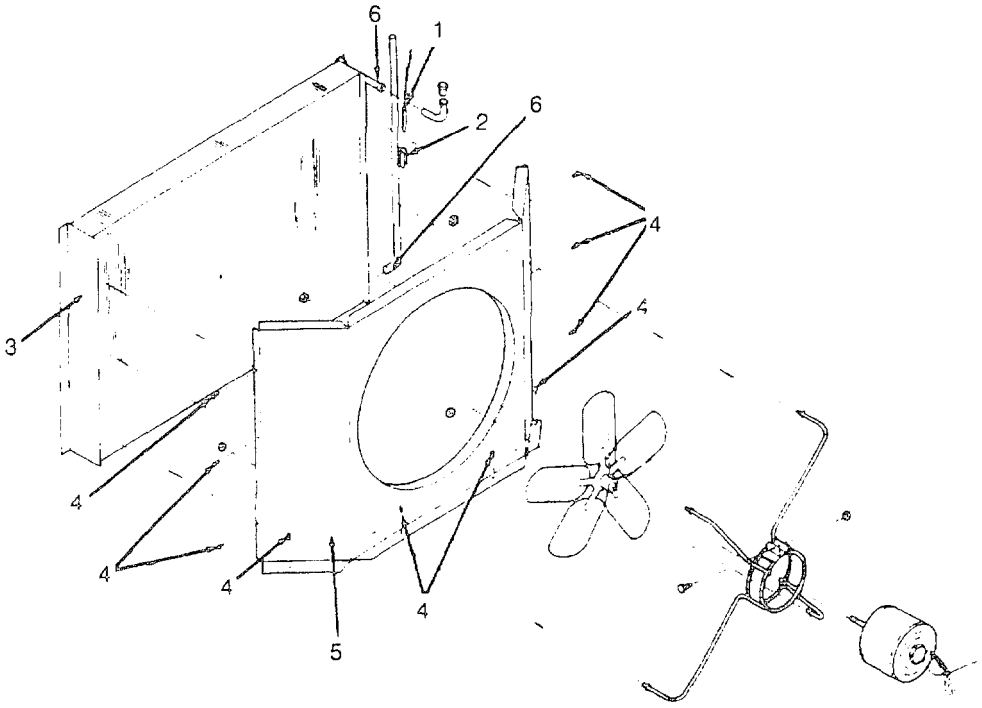

Figure 5-6. Outdoor Coil
(1) Discharge the refrigerant system. See para 5-5.
(2) Move the defrost control bulb (1, Figure 5-6) out of its holder (2) away from the outdoor coil (3).
(3) Remove the ten screws (4) securing the venturi panel (5).
(4) Purge the system with nitrogen and debraze the tube joints (6) at the outdoor coil (3). See para 5-6 and 5-7.